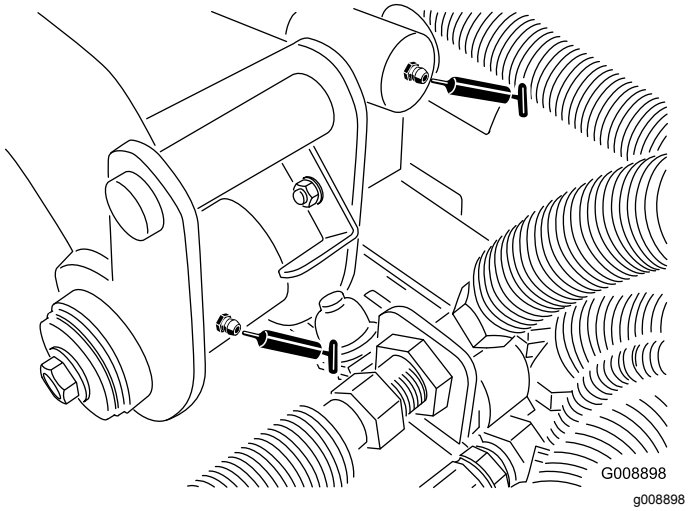

Figur 53
- Bageste løftearms drejetap og løftecylinder (2) (Figur 53)